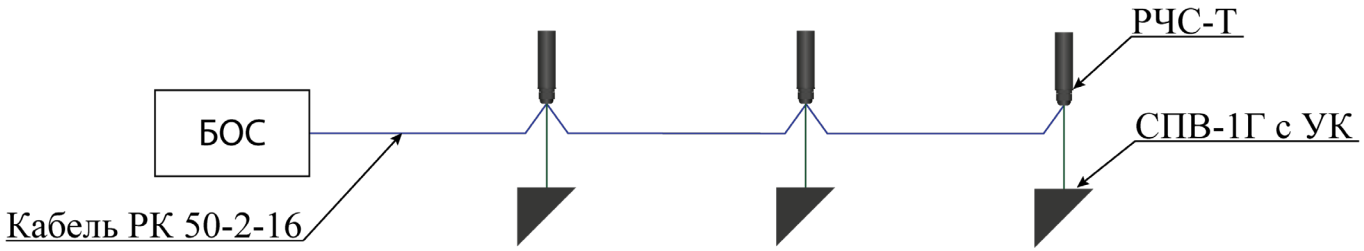

Рисунок 4.37 – Организация отдельной зоны охраны ворот (калитки) с использованием сенсора СПВ-1Г с узлом крепления
4.6.1.2 Как правило, охрана ворот (калитки) осуществляется с образованием отдельной зоны охраны (рисунок 4.37).